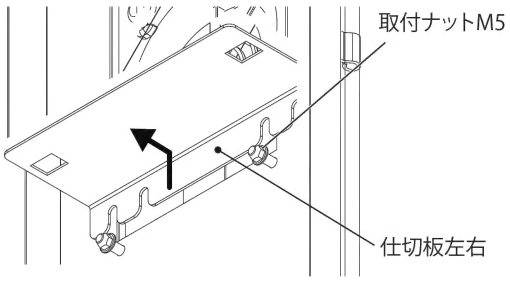

図2
2. ステンレスフード付ターボファンおよびブラインドパネルの取付ナット M5 をゆるめ仕切板左右を取外してください。（図 2）
8. 仕切板左右を取付ナットM5 で元の位置へ取付けてください。（図 2）